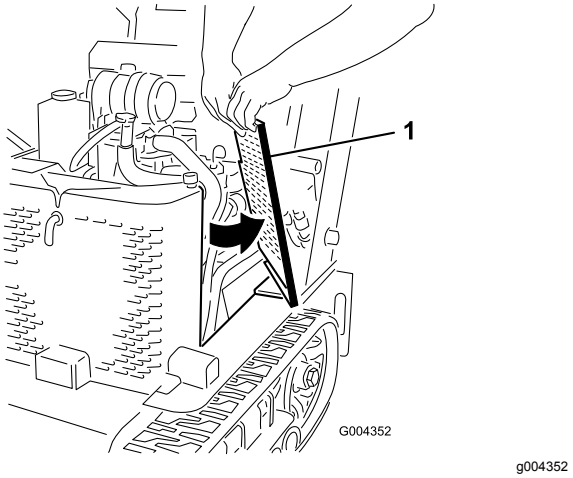

Figur 27
2. Skjut sidoskärmarna (Figur 27) uppåt och ut ur skårorna i frontskärmen och ramen.